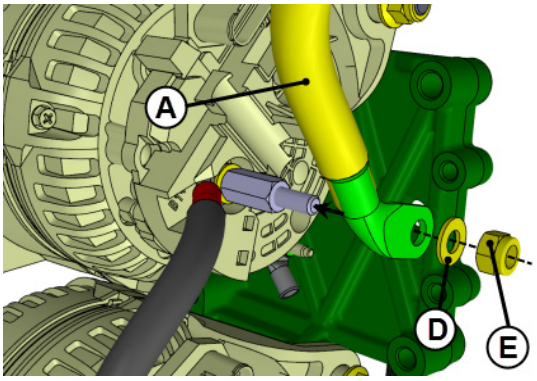

FIGURE 11
9. Reinstall power cable **A**. To do so, connect power cable **A** to the upper alternator B1+ stud terminal. Refer to **FIGURE 11**.